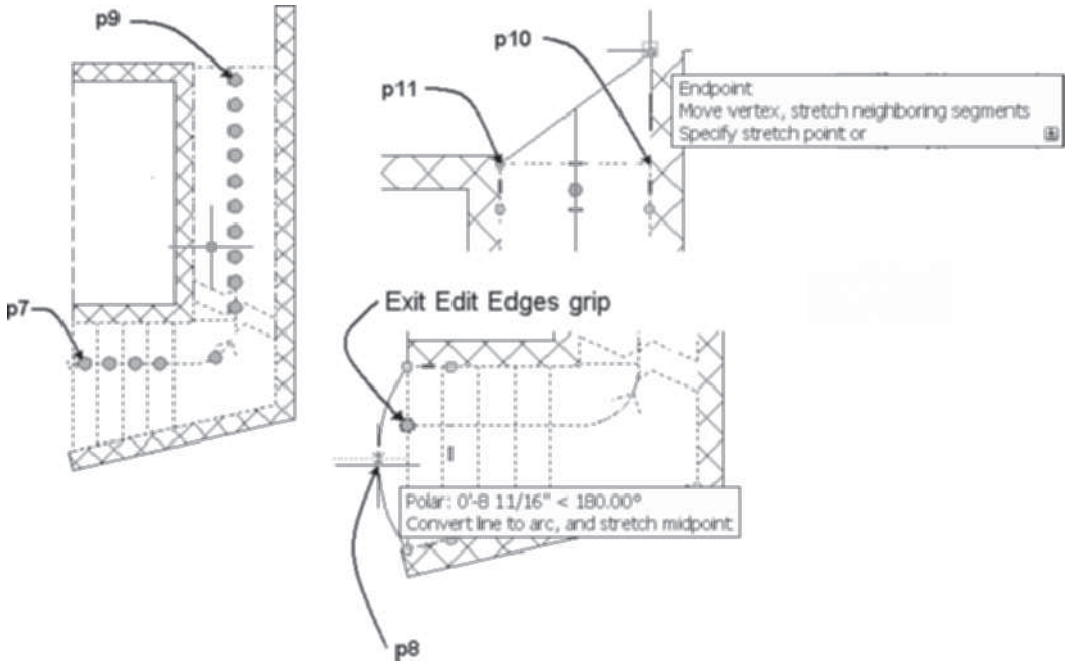

FIGURE 9.29 *Grip edit of tread*
7. Retain selection of the stair and choose Edit Tread/Riser from the Custom Stair panel of the Stair contextual tab. A grip is displayed on each tread as shown in Figure 9.29. Select the grip at **p7** to display edge and vertex grips as shown at the right in Figure 9.29.
8. Choose the edge grip at **p8** as shown in Figure 9.29. Press the CTRL key as necessary to display the Convert to Arc tip. Move the cursor left and type 4 [100] ENTER in the keyboard. Select the Exit Edit Edges grip. Press **ESC** to end the edit.
9. Select the stair and choose Edit Tread/Riser from the Custom Stair panel in the Stair contextual tab. A grip is displayed on each tread as shown in Figure 9.29. Select the grip at **p9** to display edge and vertex grips. Select the vertex grip at **p10** and drag the grip to the end of the wall as shown in Figure 9.29. [**Metric** only: select the vertex grip at p11, as shown in Figure 9.29, and drag the grip to the end of the wall at the corner.] Press ESC to end the stair edit.